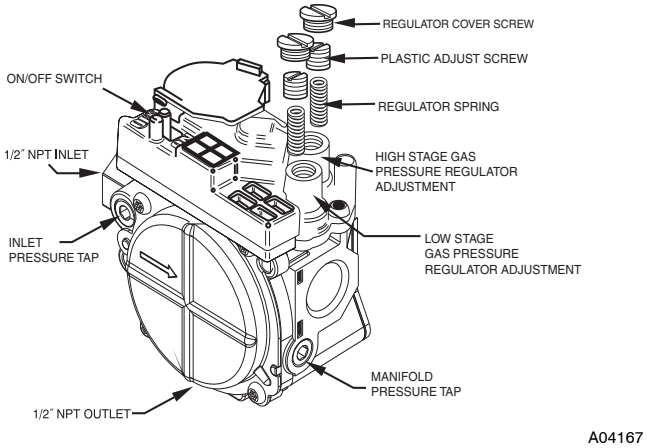

Fig. 19 - Redundant Automatic Gas Control Valve
2. Adjust manifold pressure to obtain low stage input rate (See Fig. 19).
e. Remove regulator adjustment cap from low stage gas valve pressure regulator (See Fig. 19) and turn low-stage adjusting screw (3/16 or smaller flat-tipped screwdriver) counterclockwise (out) to decrease rate and clockwise (in) to increase input rate.
5. Adjust manifold pressure to obtain high stage input rate (See Fig. 19).